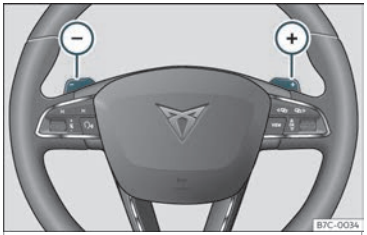

Fig. 203 Volante:pancas para o cambio automático.
- Prema a leva de cambio ⊕ para inserir unha marcha superior ››› **fig. 203**.